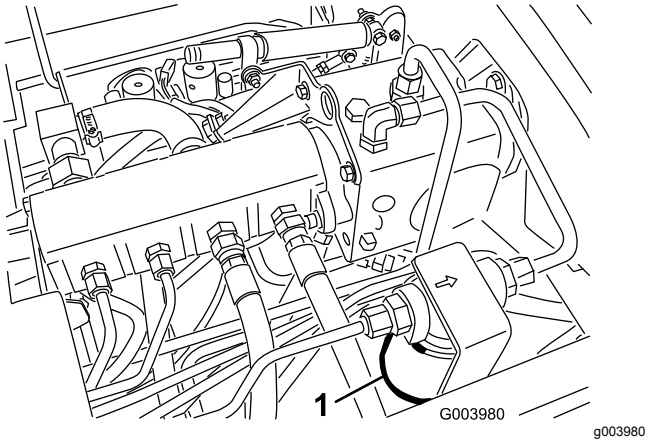
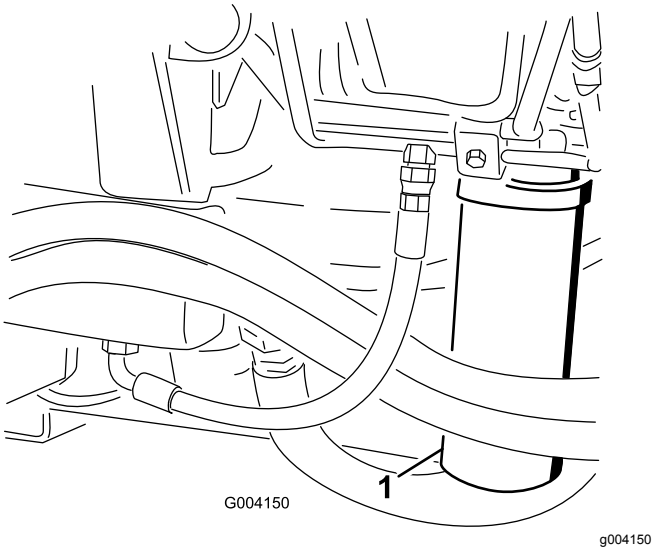

Figur 71
Figur 72
2. Rengør området rundt om filtermonteringsområdet, og sæt en bakke under filteret (Figur 71) og (Figur 72).